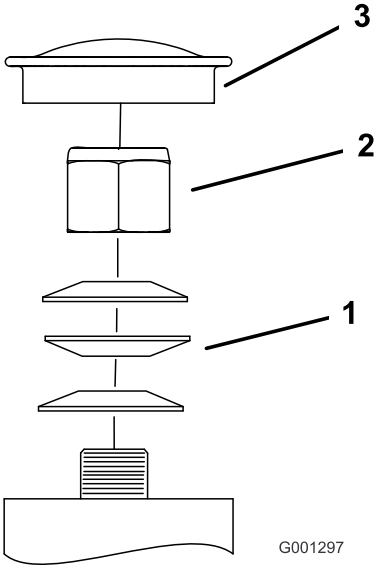

Figur 67
3. Fjern støvkoppen fra styringen og trekk til låsemutteren (Figur 67).
4. Trekk til låsemutteren inntil fjærskivene er flate og gå deretter tilbake 1/4 omdreining for å stille forhåndsbelastningen på lagrene korrekt (Figur 67).
Viktig: Påse at fjærskivene er montert korrekt slik det vises i Figur 67.
5. Sett på støvkoppen (Figur 67).